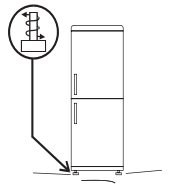

Fig.3
**3** Ajuste os pés para garantir a estabilidade do aparelho e reduzir as vibrações e ruídos (fig. 3). Se a parte frontal for maior do que a parte traseira, a porta pode ser fechada com mais facilidade.